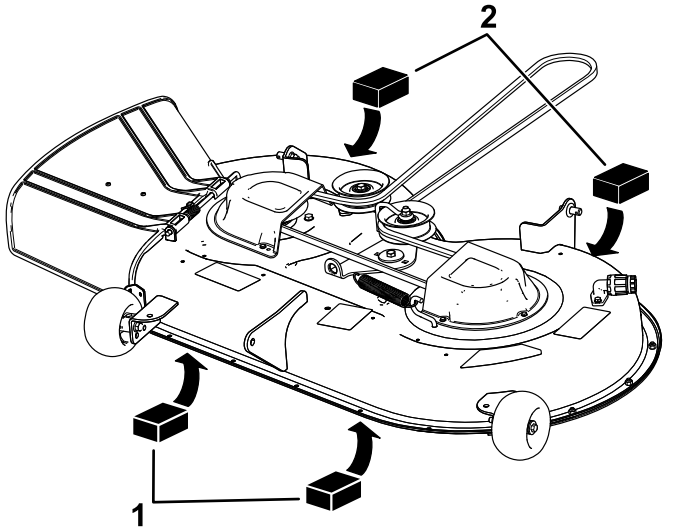

Figur 68
4. Plasser to blokker, med en tykkelse på 6,6 cm hver, under hver side av kanten foran på klippeenheten, men ikke under brakettene til antiskalperingsvalsene (Figur 68).
5. Plasser to blokker, med en tykkelse på 7,3 cm hver, under den bakre kanten på klippeenheten, én på hver side av klippeenheten (Figur 68).